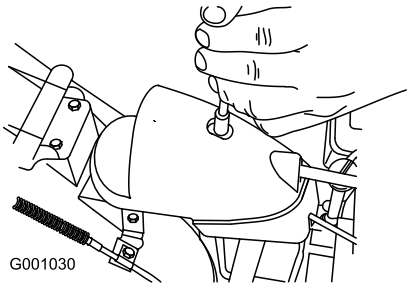

Figur 52
1. Fjern lukkemekanismen på geardækslet (Figur 52), løft dækslets forende op, og skub det tilbage og til siden.